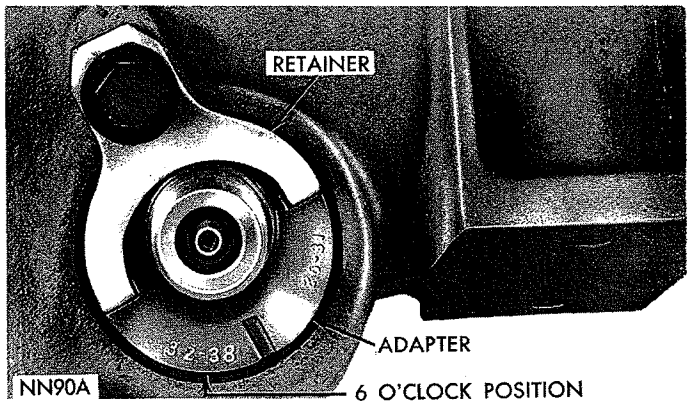
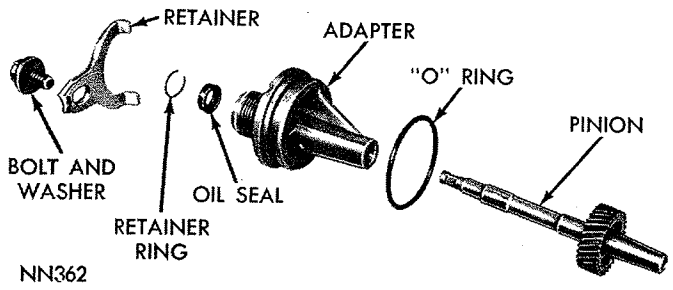
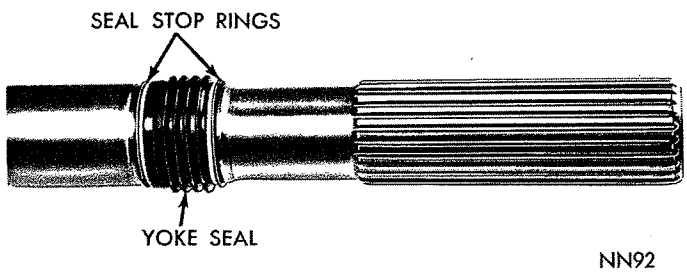

*Fig. 7—Speedometer Pinion and Adapter—Installed*
*Fig. 8—Speedometer Drive—Disassembled*
*Fig. 14—Sliding Spline Yoke Seal*
(1) Remove bolt and retainer securing speedometer pinion adapter in the extension housing (Fig. 7).
(2) With cable housing connected, carefully work adapter and pinion out of extension housing.
(3) If transmission fluid is found in cable housing, replace seal in adapter (Fig. 8).
(4) Select pinion range numbers on outside of adapter to correspond with number of pinion teeth.
(5) Install adapter in pinion housing with pinion range numbers aligned with 6 o'clock position (Fig. 7).
(6) Install retainer and bolt, with retainer tangs in adapter positioning slots. Tap adapter firmly into extension housing and tighten retainer bolt to 100 inch-pounds.
(1) Remove bolt and retainer securing speedometer pinion adapter in the extension housing (Fig. 7). Carefully work adapter and pinion out of the extension housing.
(2) Remove bolts and one nut that attaches extension housing to the transmission case. Slide extension housing off the mainshaft.
(3) Unwind and slide yoke seal rear stop ring from the mainshaft (Fig. 14). Slide seal and front stop ring off the shaft.
(8) Install mainshaft rear bearing snap ring in groove in the case bore. **This snap ring is a select fit.**
(9) Unwind and slide yoke seal front stop ring into place on the mainshaft (Fig. 14). Slide seal on the shaft with lips of seal toward rear, then install rear snap ring.